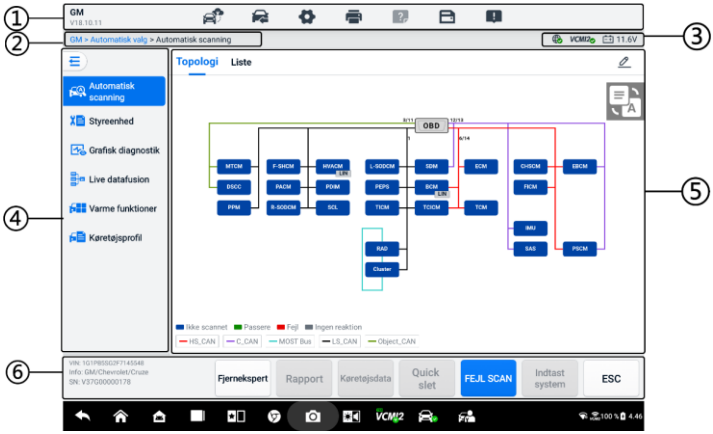

Figur 6-8 ***Diagnostik hovedmenuskærm***
Hovedmenuskærmen (se *Figur 6-8 Diagnostik hovedmenuskærm)* navigerer brugerne til at læse koder, slette koder eller udføre omfattende diagnostiske funktioner for biler osv. Når funktionen er valgt, etablerer tabletten kommunikation med køretøjet via VCMI2 og åbner den tilsvarende funktionsmenu eller valgmenu baseret på dit valg.
1. Tryk på knappen **Diagnose** i MaxiSys-jobmenuen. Vælg de tilsvarende køretøjsoplysninger, og åbn hovedmenuskærmen (se *Figur 6-8 Diagnostik hovedmenuskærm*).